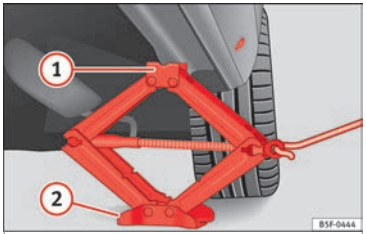

Fig. 84 Fitting the jack.
- Turn the jack* crank handle, located below the strut support point, to raise it until the tab (1) ››› **Fig. 84** is below the housing provided.
- Align the jack* so that tab (1) "grips" onto the housing provided on the strut and the mobile base (2) is resting on the ground. The base plate (2) should fall vertically with respect to the support point (1).